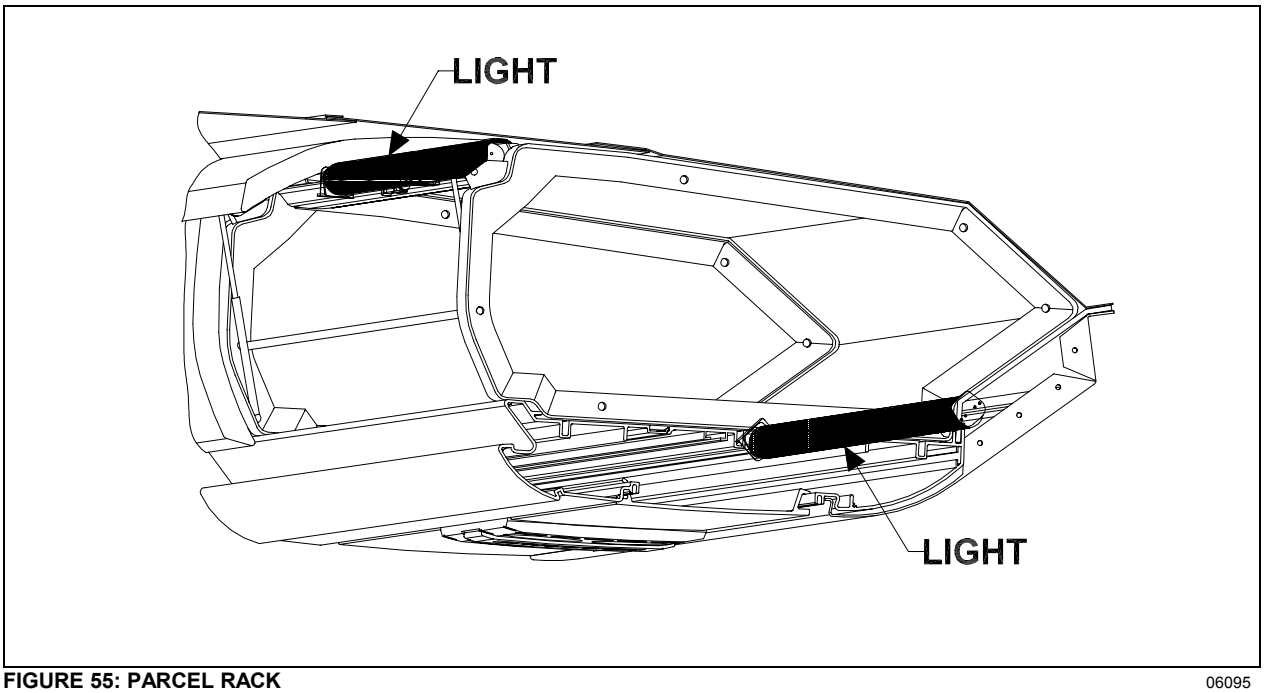

FIGURE 55: PARCEL RACK 06095
4. Lift the hinged cover and replace the two retaining screws (Fig. 55).